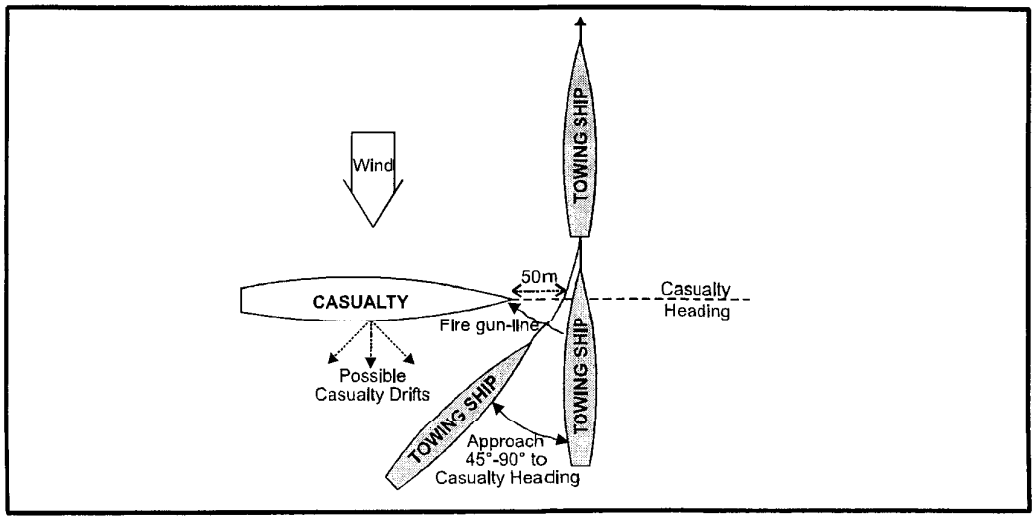

Fig 5-10. Upwind Approach from the Leeward Side of the Casualty
- Select an approach track into wind that converges at an angle of between 45° and 90° to the heading of the *Casualty* (see Fig 5-10). The track should aim to pass 50 metres ahead of the *Casualty*'s bows, allowing for any 'sailing' movement of the *Casualty*, ahead or astern.